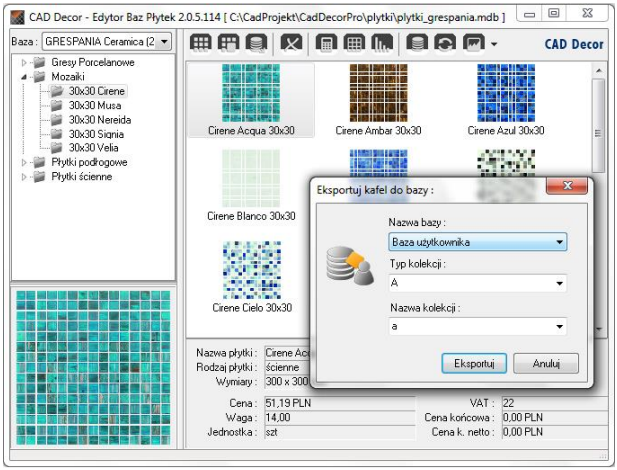

Rys. 6 – eksport płytki do bazy użytkownika
- **„Eksportuje płytkę do bazy użytkownika (Ctrl + E)”** – eksportuje wybraną płytkę z innej bazy do bazy użytkownika (Rys. 6). W tym celu należy wybrać na liście baz